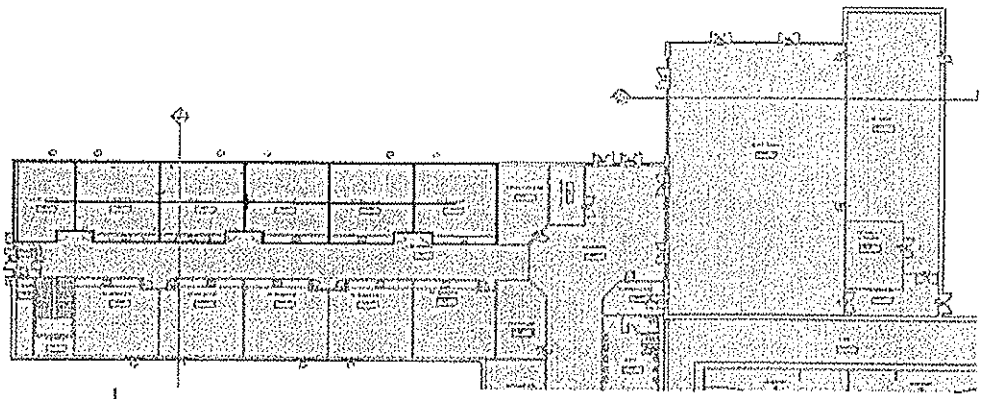

Figure 6–76
8. Select the spaces across the top group of Classrooms as shown in Figure 6–76.